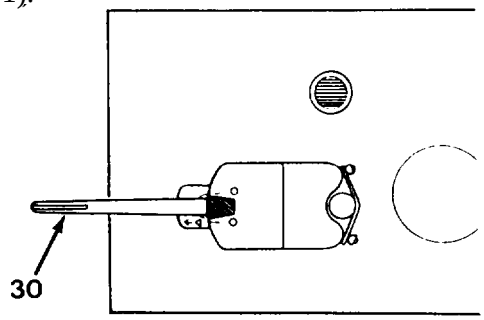

Figure 4-11. Turn *Signal Lever*
30. **Turn Signal Lever** activates right- or left-hand turn signals, plus emergency flashers, and is deactivated when blackout lights are on (Figure 4-11).